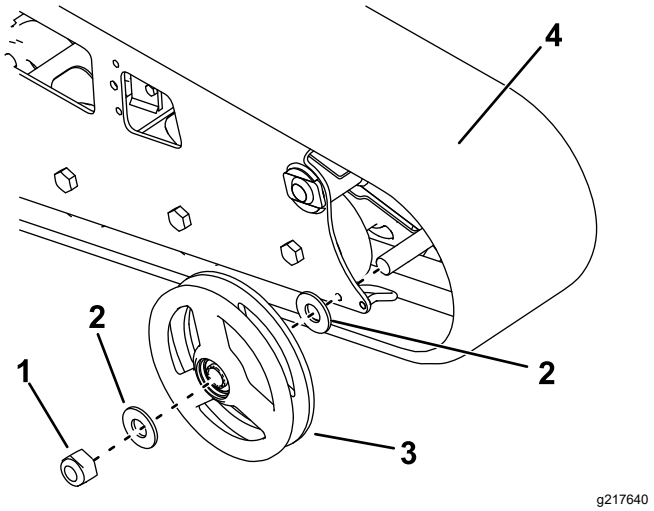

Rysunek 66
7. Odkręć nakrętkę mocującą zewnętrzne koło przednie, a następnie zdejmij koło (Rysunek 66).
8. Zdejmij gąsienicę (Rysunek 66).
9. Zdejmij dwie duże podkładki z kół zewnętrznych, jedną po każdej stronie każdego z kół (Rysunek 66).
12. Załóż nową gąsienicę (Rysunek 66).
13. Załóż zewnętrzne koło przednie i zabezpiecz je wcześniej odkręconą nakrętką (Rysunek 66).